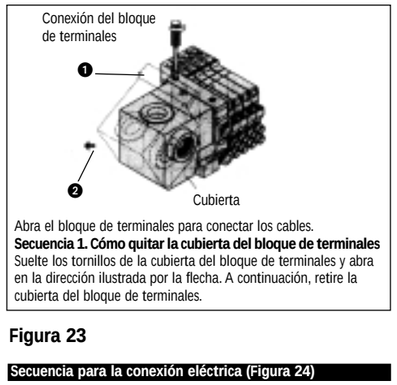

Figura 23
Desmontaje de la cubierta del bloque de terminales (Figura 23)
Suelte los tornillos de retención de la cubierta del bloque ❶ (Figura 23). Abra la cubierta en la dirección indicada por la flecha ❷ (Figura 23).